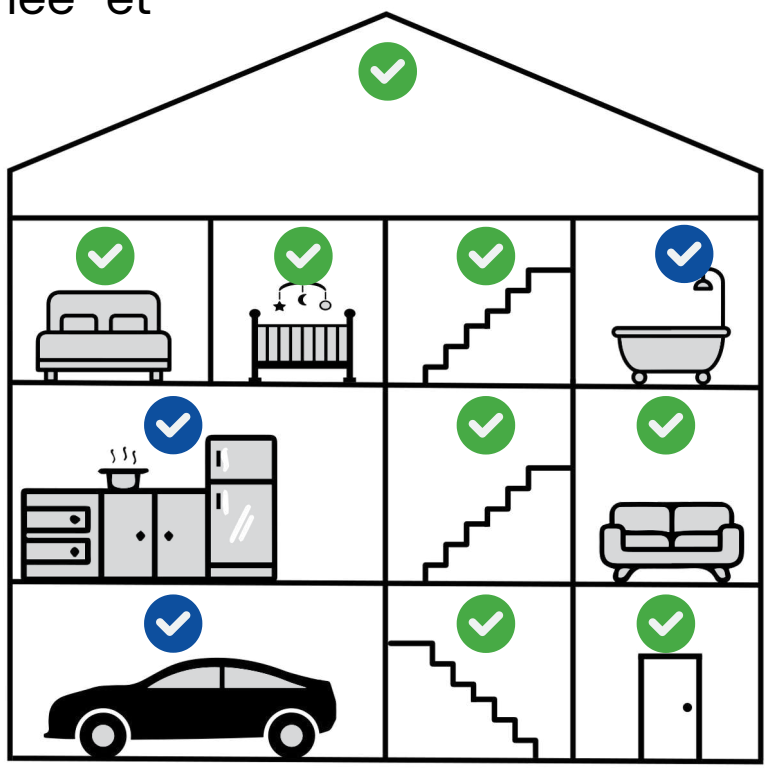

Figure 3 : Emplacements de montage recommandés pour le mode fumée en vert et le mode chaleur en bleu
- Vérifiez les figures 3, 4 et 5 pour connaître les emplacements de montage corrects. La plupart des pays de l'UE exigent des détecteurs de fumée à tous les étages et le long des voies d'évacuation.